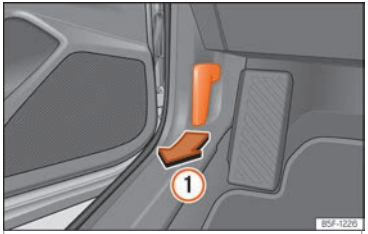

Abb. 221 Entriegelungshebel im Fahrerfußraum.
- Öffnen Sie die Tür und ziehen Sie an dem Hebel unterhalb der Instrumententafel ››› Abb. 221 ①.